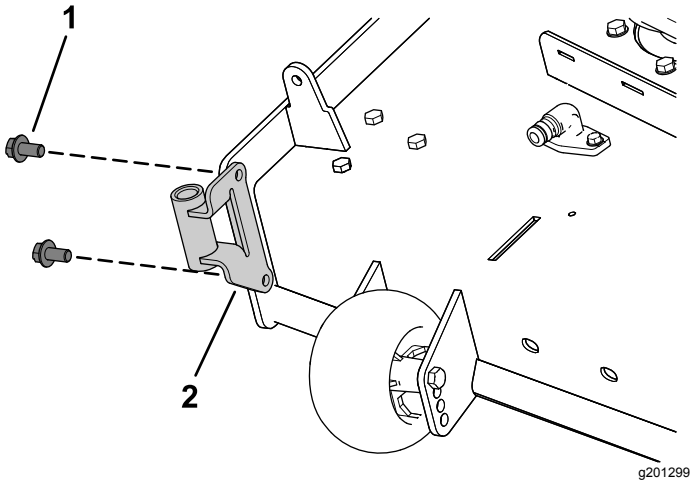

Bild 8
1. Befestigen Sie die Gebläsestütze mit zwei Sechskantstellschrauben (⅜" x ¾") am Mähwerk, wie in Bild 8 abgebildet.